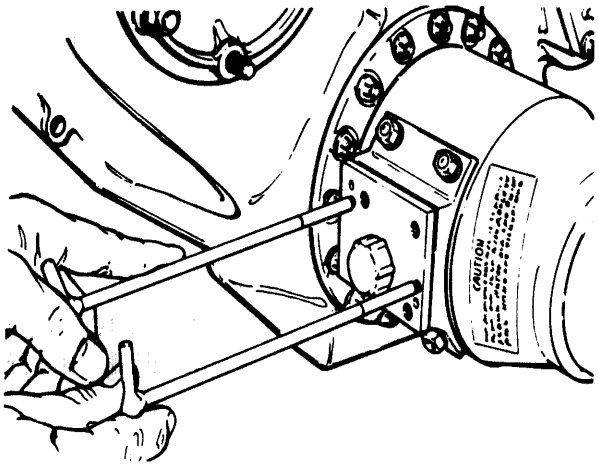

Figure 1. 2308 Torquemeter Pickup Puller
h. Remove bolts and washers from torquemeter pickup and shims from torquemeter housing using 2308 tee handle puller (figure 1). Do not discard shims.